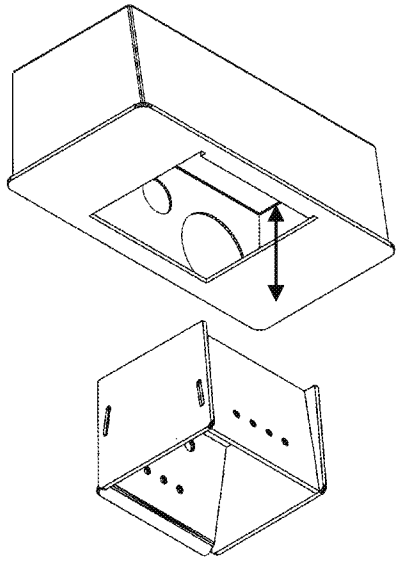

FIGURE 16
c. Enlevez la section intérieure du pot de combustion en le prenant et en le levant tout droit (Figure 16).